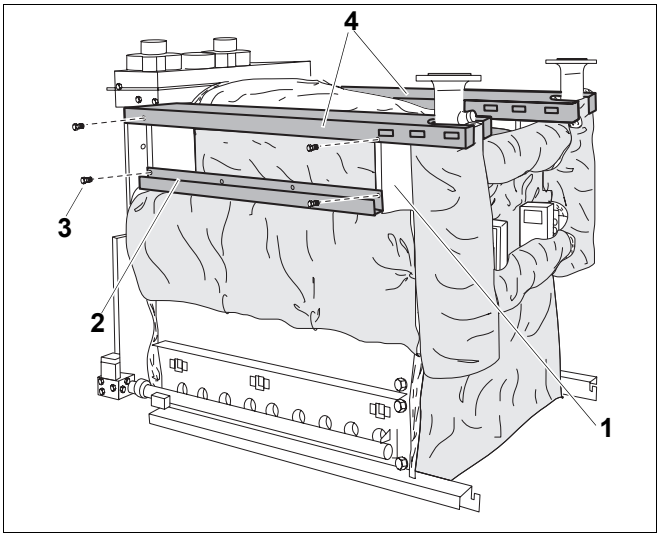

Rys. 73 Montaż pokrywy bocznej kotła i kanałów kablowych
- Obie boczne pokrywy kotła (rys. 73, **poz. 4**) należy nałożyć na wsporniki (rys. 73, **poz. 1**) i przymocować śrubami z łbem płaskim 3,9 × 9,5 (rys. 73, **poz. 3**).
- Przykręcić oba kanały kablowe (rys. 73, **poz. 2**) z przodu i z tyłu do wsporników (rys. 73, **poz. 1**) śrubami z łbem płaskim 3,9 × 9,5 (rys. 73, **poz. 3**) (dolny otwór we wsporniku).